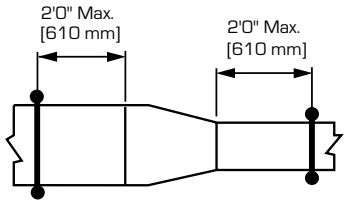

**Figure 6-5**
5. Reducer Supports (See Figures 6-5 and 6-6) Within 2' 610mm) of each fitting extremity.